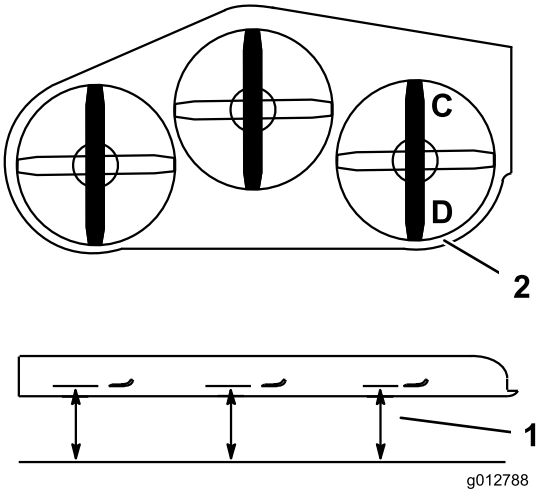

Figuur 87
1. Zet het rechter maaimes in de schuinstand (Figuur 87).
2. Meet het rechtermes bij punt **C**. Meet de afstand tussen een horizontaal oppervlak en de snijrand van het maaimes en noteer deze afstand (Figuur 87).
3. Meet het rechtermes bij punt **D**. Meet de afstand tussen een horizontaal oppervlak en de snijrand van het maaimes en noteer deze afstand (Figuur 87).
4. Het maaimes moet 6 tot 10 mm lager staan bij punt **C** dan bij punt**D** (Figuur 87). Indien dit niet het geval is, gaat u als volgt te werk.